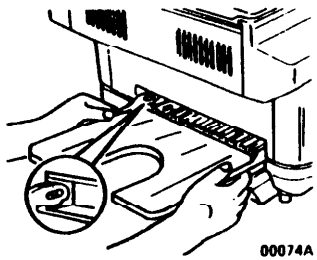

Рис. 15
11. (Рис. 15): установить приемный лоток.